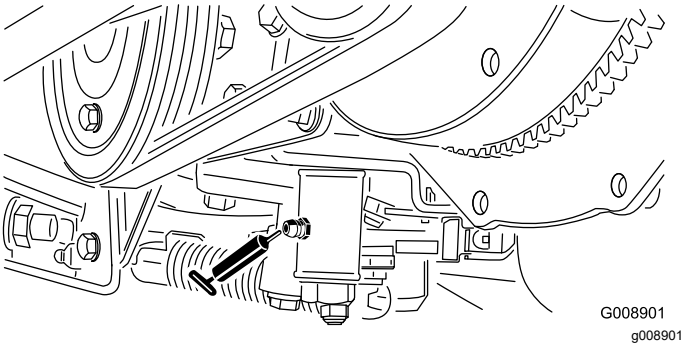

Figur 45
- Nøytral justeringsmekanisme (Figur 45)